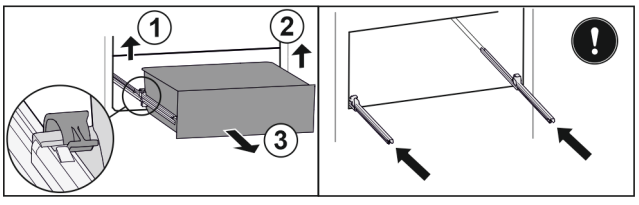

Fig. 194
▶ Ridicați clema din stânga și trageți concomitent sertarul din stânga spre înainte. *Fig. 194 (1)*
▶ Ridicați clema din dreapta și trageți concomitent sertarul din dreapta spre înainte. *Fig. 194 (2)*
▶ Extrageți sertarul spre înainte. *Fig. 194 (3)*